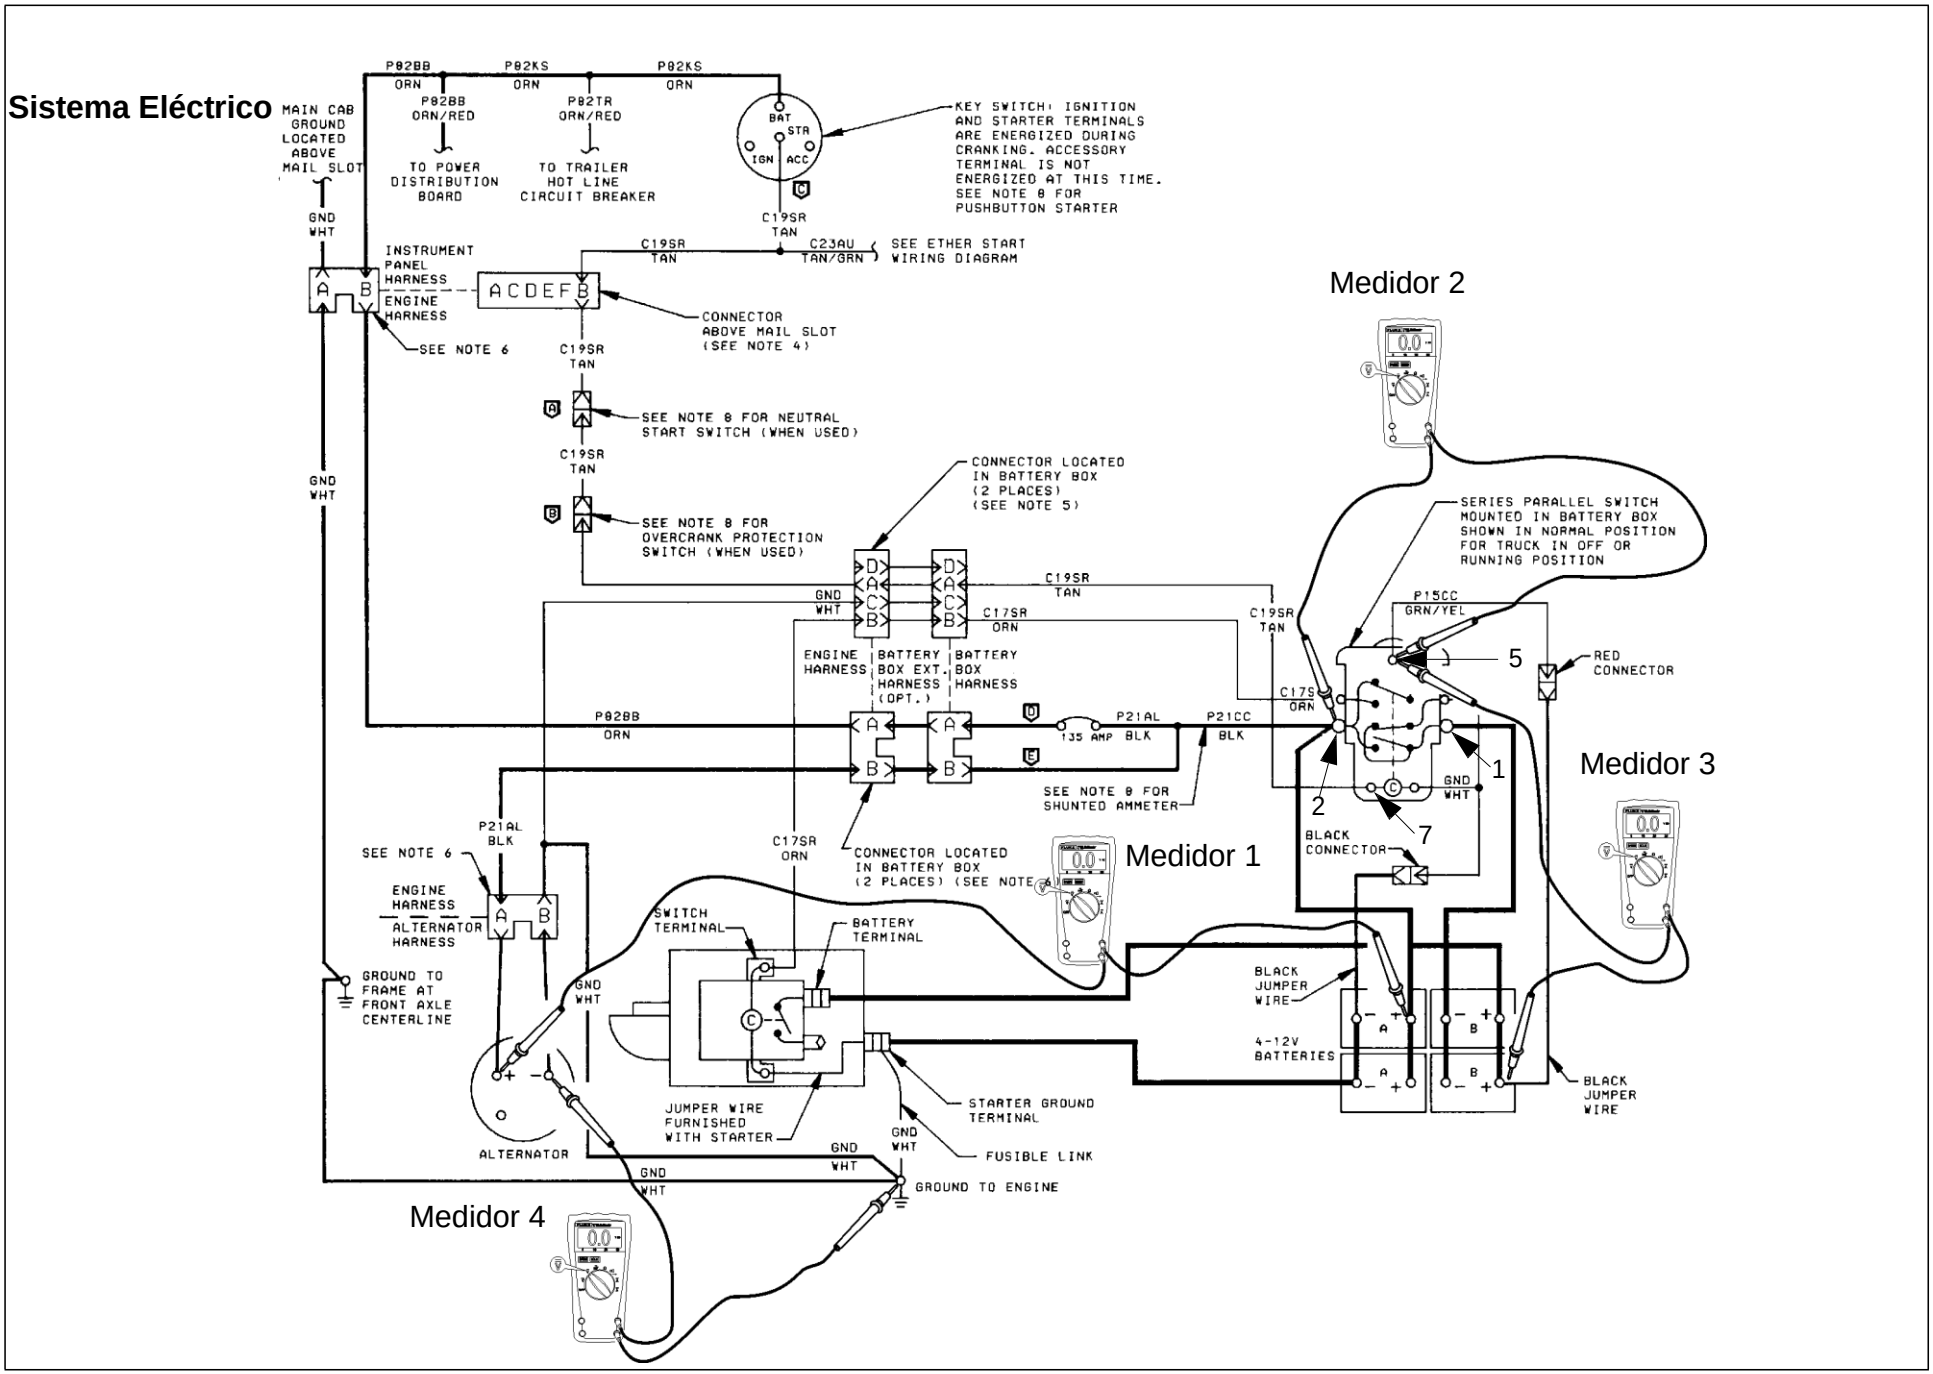

Figura 15-63
1. Con el motor en marcha, conecte un voltímetro de baja escala a la terminal positiva (+) del alternador y a la terminal positiva (+) del conjunto "A" de baterías. (Medidor 1). **Ver Figura 15-63**.